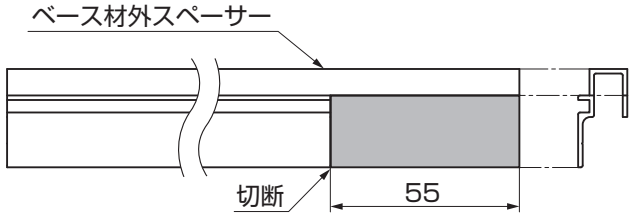

図2-7
③ベース材外スペーサーの柱側端部を加工してください。（図2-7参照）
④3尺延長仕様の場合は、ベース材外スペーサーを柱間寸法－10mmと延長柱～躯体間寸法とにそれぞれ切断してください。